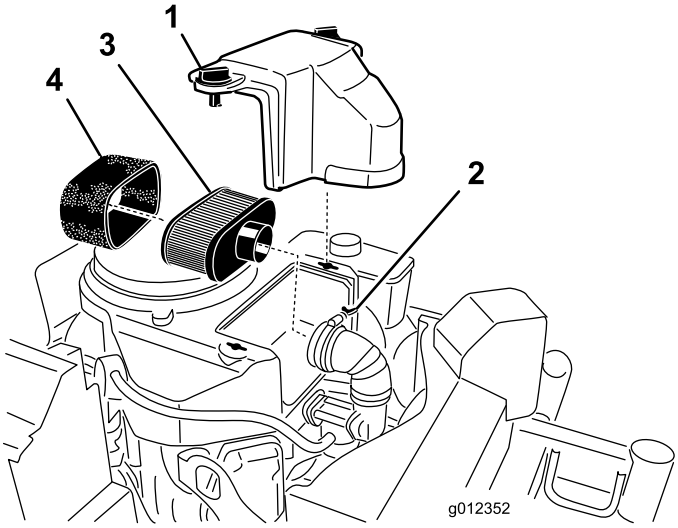

Figura 21
3. Limpe em torno do filtro de ar para impedir que a sujidade entre no motor e possa danificá-lo (Figura 21).
4. Desaperte os botões da cobertura e retire a cobertura do filtro de ar (Figura 21).
5. Desaperte o dispositivo de fixação de tubagem e retire o conjunto do filtro de ar (Figura 21).
6. Puxe cuidadosamente o elemento de esponja do elemento de papel (Figura 21).
1. Não limpe o filtro de papel. Substitua-o (Figura 21).
1. Faça deslizar cuidadosamente o elemento de esponja para o elemento de papel do filtro de ar (Figura 21).
2. Coloque o conjunto do filtro de ar na base do filtro de ar e prenda-o com as 2 porcas de orelhas (Figura 21).
3. Coloque a cobertura do filtro de ar na sua posição e aperte o botão da cobertura (Figura 21).